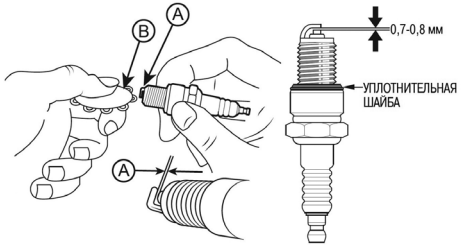

Рис. 42 Обслуживание свечи зажигания
1. Снимите со свечи зажигания колпачок высоковольтного провода и удалите грязь вокруг свечи зажигания (Рис. 42).
4. Измерьте зазор A между электродами свечи зажигания специальным щупом B. Зазор должен быть 0,7-0,8 мм (Рис. 42). При увеличении, или уменьшении требуемого зазора, рекомендуется заменить свечу, так как регулировка зазора может привести к изменению качества искрообразования.